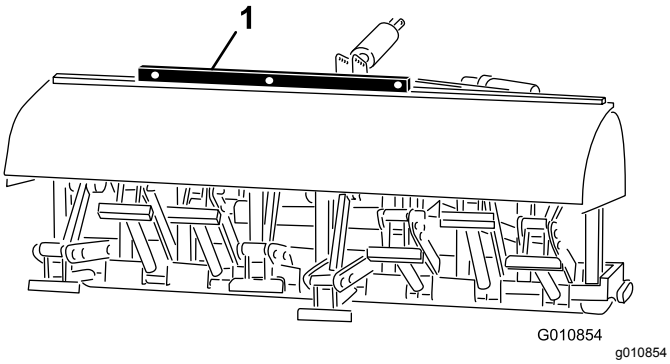

**Figur 29**
2. Placera ett vattenpass ovanpå luftarens ram för att kontrollera att den är jämnt inställd i sidled (Figur 29).